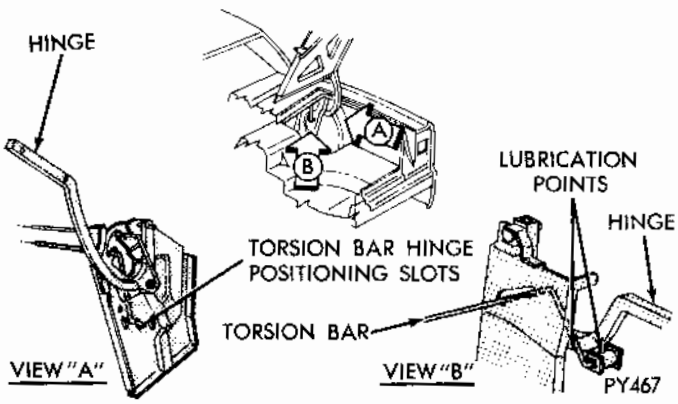

Fig. 33 - Deck Lid Torsion Bar Adjustment
(1) Remove torsion bar (under spring load) from adjustable slot (Fig. 33).
(2) Unwind torsion bar and remove from support bracket.
(3) Push torsion bar out of roller in hinge arm and remove from hinge support.